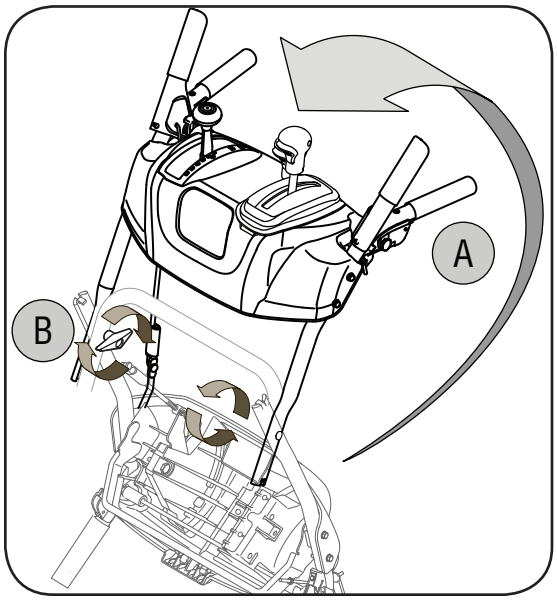

Figure 3-1
a. Pull up and back on upper handle as shown in Figure 3-1. Align upper handle with the lower handle.